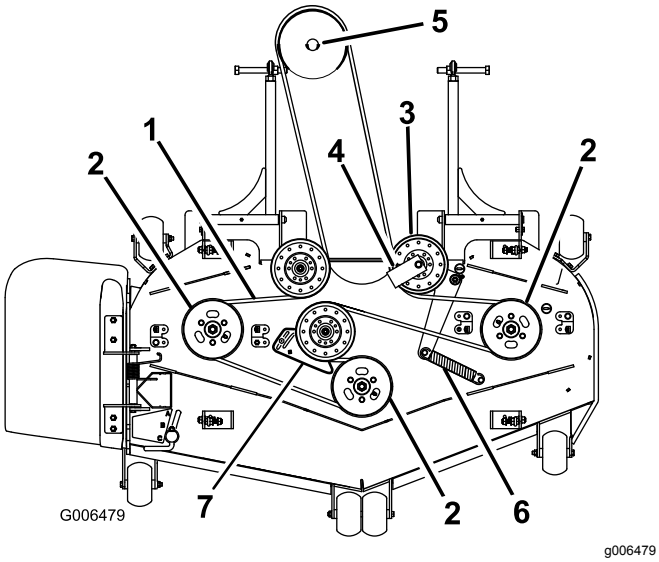

Figur 84
7. Fjern remføreren på den fjærbelastede lederullen, som vist i Figur 84.
9. Monter den nye remmen rundt knivremskivene og girkasseremskiven under motoren (Figur 84).
10. Monter remføreren på den fjærbelastede lederullen i en vinkel på 45 grader, som vist i Figur 84. Trekk til bolten med et moment på 37–45 Nm.
11. Monter ledefjæren på de to postene (Figur 84).